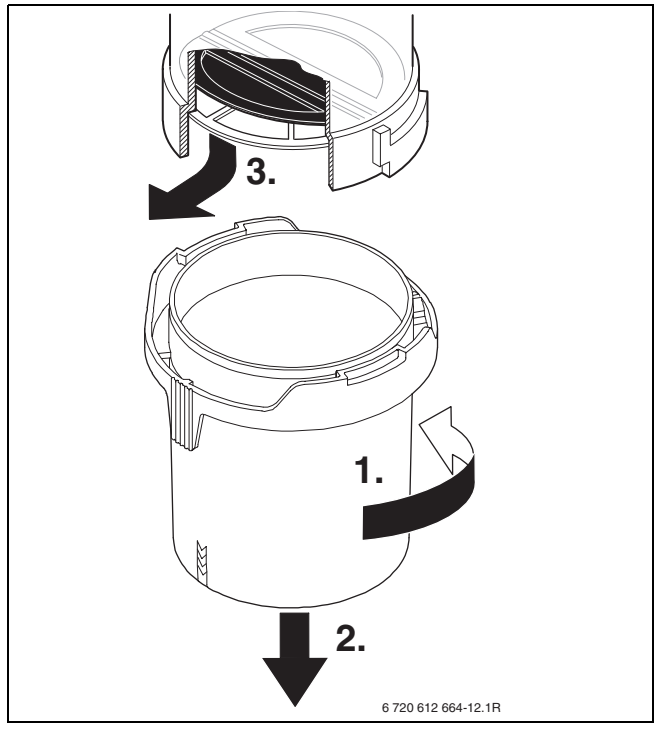

*Fig. 70*
- Aprire il miscelatore aria/gas (fig. 70, rif. 1 e 2).